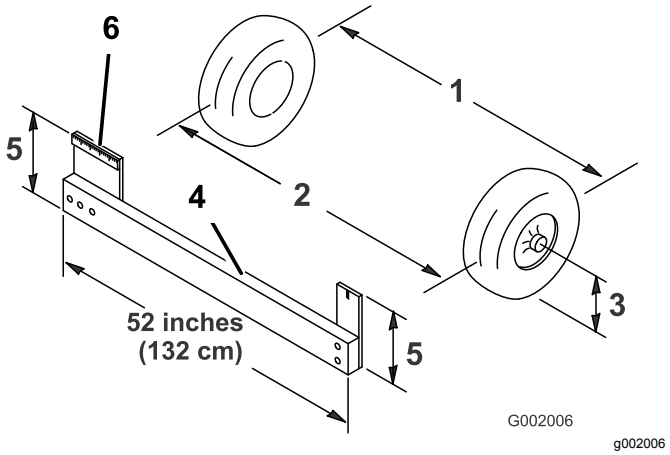

**Figuur 48**
4. Meet ter hoogte van de as de afstand tussen de voorwielen aan de voorkant en de achterkant van de wielen (Figuur 48).
**Opmerking:** De afstand aan de achterkant van de voorwielen ter hoogte van de as moet worden gemeten met behulp van een spanklem of een uitlijnmaat. Gebruik dit ook om de afstand aan de voorkant van de voorwielen ter hoogte van de as te meten (Figuur 48).